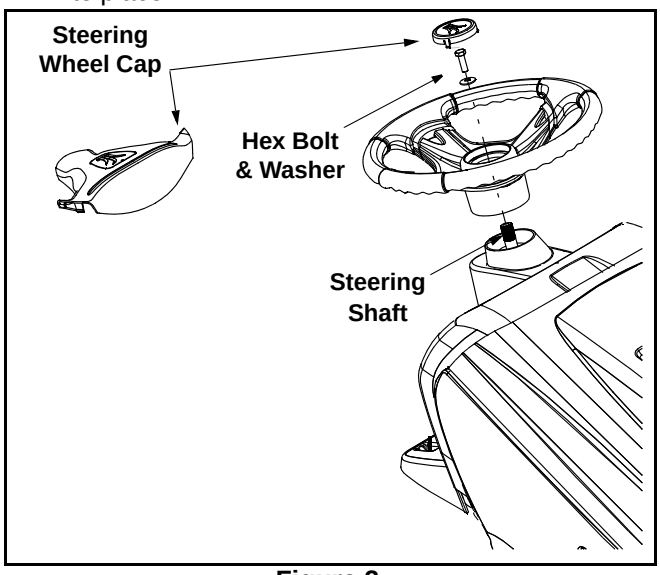

Figure 2
NOTE: *There are two different styles of steering wheel cap. See Figure 2.* ***Styles vary by model.***
- Place the washer (with the cupped side down) over the steering shaft and secure with the hex bolt. See Figure 2.